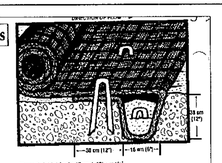

Figure 1: Initial Anchor Trench (Channels)
- Excavate an initial anchor trench 30 cm (12") deep and 15 cm (6") wide across the channel at the lowest end of the project area (Figure 1).
- Beginning at the center of downstream end of the channel, place the end of the first roll in the anchor trench and secure with fastening devices at 30 cm (1') intervals (Figure 1).